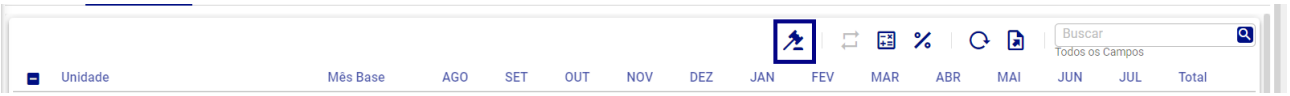

Figura 270: Concluir
- **Concluir (Figura 270):** Permite concluir o orçamento de um item diretamente da tela de cálculo, sem a necessidade de acessar a tela de **"Conclusão"**. Uma vez concluído, os campos são bloqueados para edição.